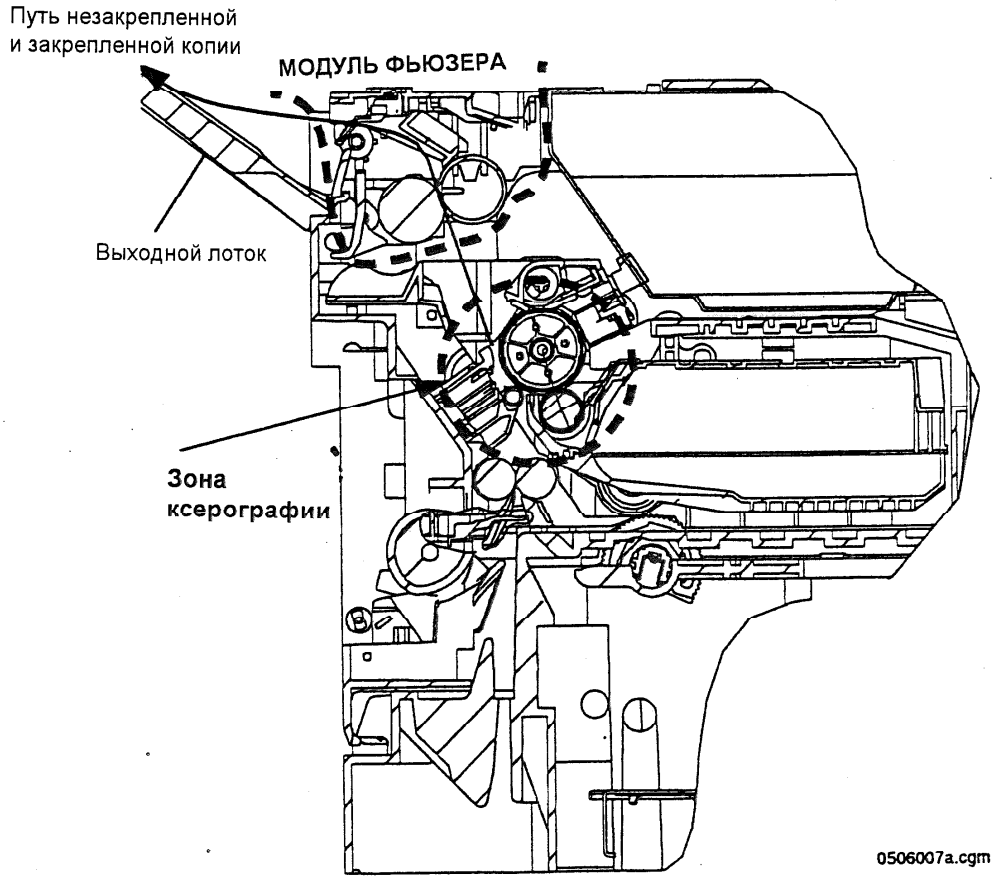

Рис. 1. Расположение элементов фьюзера относительно пути прохождения копии
Когда **незакрепленная копия** покидает **зону ксерографии,** она поступает в блок фьюзера. См. рис. 1. Как и в других копирах, в Xerox 214/212, изображение закрепляется на бумаге при прохождении между нагревательным и прижимным валом фьюзера. Копия направляется к зажиму ролика вывода. Ролик вывода переносит копию мимо активатора датчика вывода копий и продвигает в выходной лоток. Выходной лоток установлен на модуле транспортера (см. рис. 1 и 2).
9. Датчик вывода копий и активатор датчика вывода копий (см. рис. 1, 2 и 3)